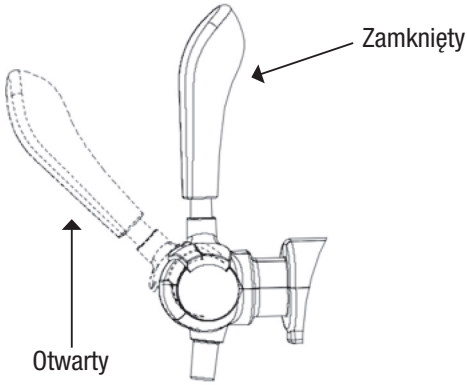

Rysunek 12
Uwaga: podczas podłączania rurki i adaptera kranik powinien być zamknięty (rysunek 12).
6. Ustawienie uchwytu kraniku pod kątem 45 stopni pozwala na nalewanie piwa z nalewaka (rysunek 12).